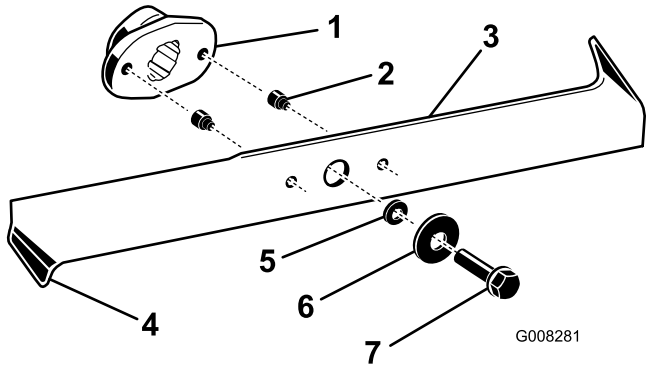

Figur 35
2. Efterse skærekanterne (Figur 35). Hvis kanterne ikke er skarpe eller har hakker, skal knivene afmonteres og slibes. Se afsnittet Slibning af knivene.
3. Efterse knivene, især de bøjede kanter (Figur 35). Hvis der er opstået slid eller skader på dette område, skal der monteres nye knive med det samme.
4. Hvis brudstifterne er ødelagte, skal de udskiftes med det samme (Figur 35).
3. Fjern boltene, spændeskiverne og knivene (Figur 35). Kil et stykke træ fast mellem hver enkelt kniv og plæneklipperen for at fastholde kniven, mens du afmonterer boltene.
1. Monter knivene, skiverne og knivboltene (Figur 35).